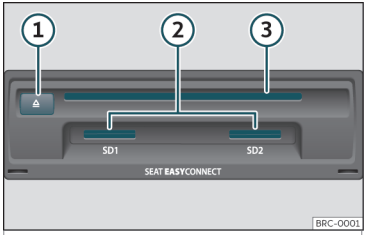

Fig. 156 Ranuras para soportes de datos en la guantera.
- Inserte un CD o DVD en la ranura ››› **fig. 156** ③ con la cara impresa hacia arriba hasta que el equipo lo introduzca automáticamente.
Introducir la tarjeta de memoria compatible con la esquina recortada primero y los contactos hacia abajo, en la ranura ›› fig. 156 ②, hasta que encastre.